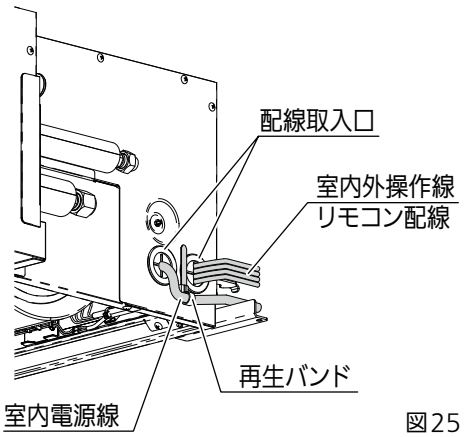

図25
- 配線取入口は、ユニット本体側面の冷媒配管側にあります。（図25）